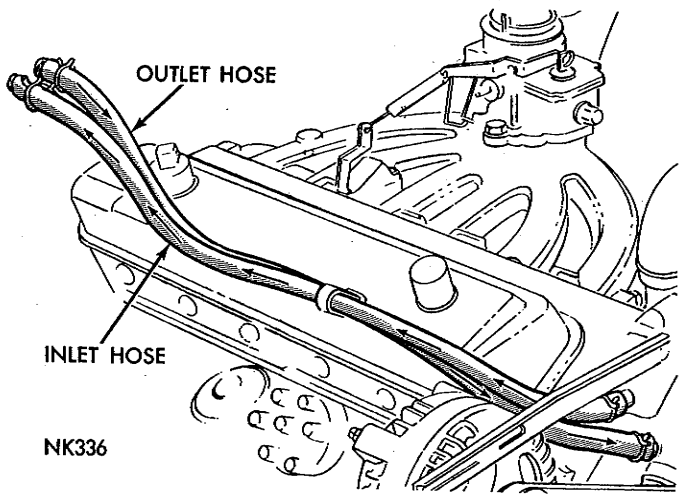

*Fig. 7—Heater Hose Connections—225 Cu. In. Engine—Belvedere, Satellite and Fury Models*
(1) Position heater assembly under instrument panel with mounting studs down. Rotate heater toward front of vehicle until mounting studs protrude through bulkhead.
(2) From inside engine compartment, install the three retaining nuts.
(3) Install heater hoses (Figs. 7, 8 and 9).
(4) Under instrument panel, install heater to cowl support bracket. Connect fresh air intake flexible hose at this itme.
(5) Connect and adjust all three control cables through the glove box opening. See "Control Cable Adjustment."
(6) Connect defroster hoses and wiring to heater blower motor resistor. Install carpet or mat and glove box.